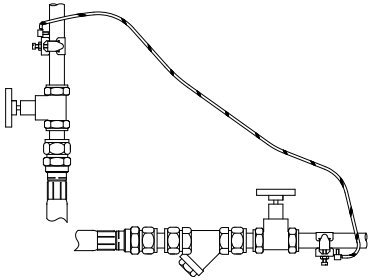

Fig. 10
5.15 **Adjacent pipes:** Adjacent suction and delivery pipes should be fitted with earthing clamps in accordance with current regulations (Fig. 10).